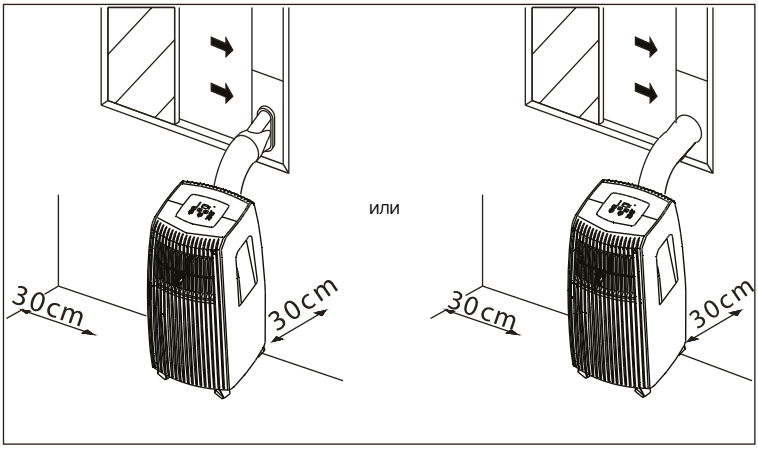

Рис. 1
1. Обеспечить свободное пространство не менее 30 см с фильтрующей стороны устройства. (рис.1).